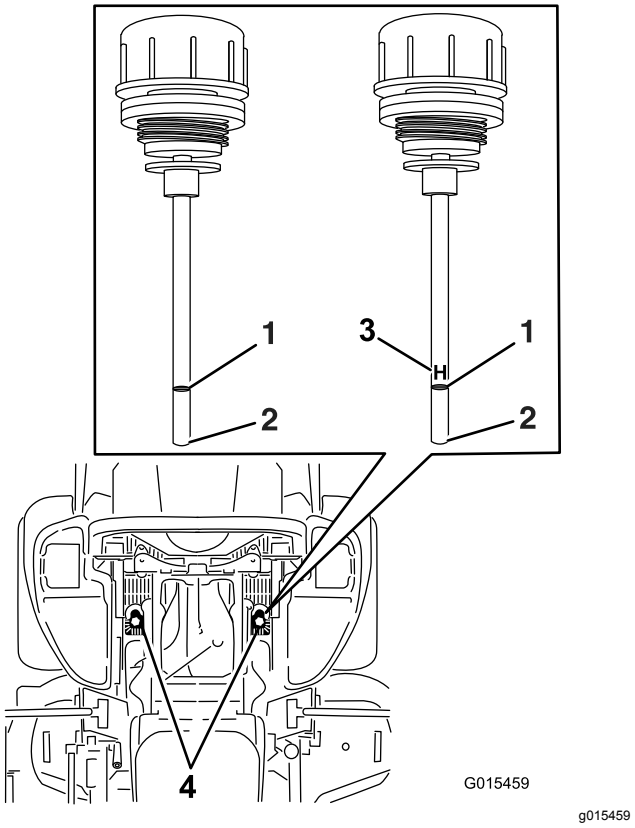

Figuur 81
6. Reinig het gebied rond de peilstokken van de reservoirs van het hydraulische systeem (Figuur 81).
7. Verwijder 1 peilstok uit het hydraulische reservoir (Figuur 81).
9. Neem de peilstok eruit en bekijk het uiteinde (Figuur 81).